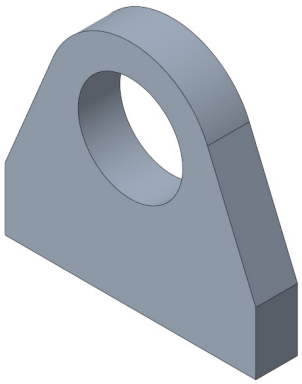
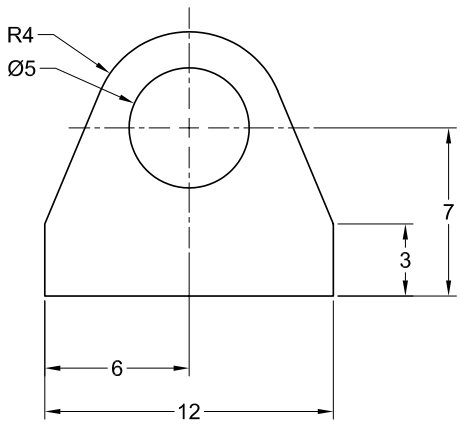

Figure 2-22 *Model for Tutorial 1*
Figure 2-23 *Sketch of the model*
In this tutorial, you will draw the sketch for model shown in Figure 2-22. The sketch of the model is shown in Figure 2-23. **(Expected time: 30 min)**
4. Modify all dimensions according to the dimensions shown in Figure 2-22. After modifying the dimensions, choose the **OK** button from the **Modify Dimensions** dialog box; the message **Dimension modifications successfully completed** is displayed in the message area.